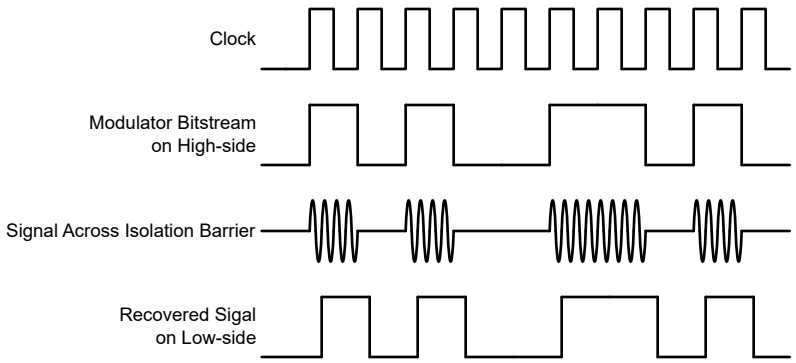

Figure 7-4. OOK-Based Modulation Scheme
The AMC1333M10 uses an on-off keying (OOK) modulation scheme, as shown in Figure 7-4, to transmit the modulator output bitstream across the SiO_2-based isolation barrier. The transmit driver (TX) illustrated in the *Functional Block Diagram* transmits an internally generated, high-frequency carrier across the isolation barrier to represent a digital *one* and does not send a signal to represent a digital *zero*. The nominal frequency of the carrier used inside the AMC1333M10 is 480 MHz.
Figure 7-4 shows the concept of the on-off keying scheme.